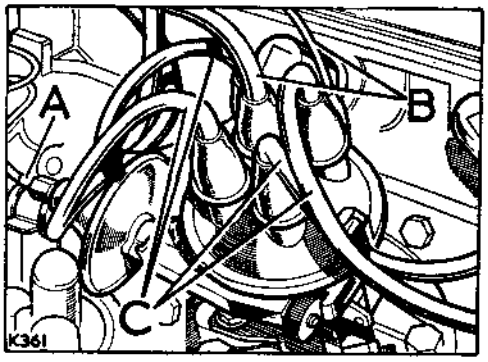

**Fig. A1-57. Distributor connections**
12. Refit the vacuum pipe and distributor leads, referring to Fig. A1-57.